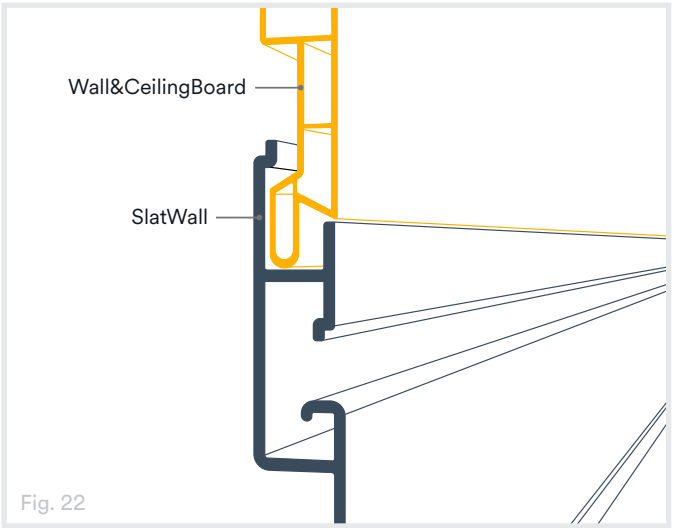

Fig. 22
2. Alternatively, for horizontal Wall&CeilingBoard installs only, the tongue of the first Wall&CeilingBoard panel at the top can be inserted directly into the channel of the uppermost SlatWall panel without using Snap-In H Trim (Fig. 22).